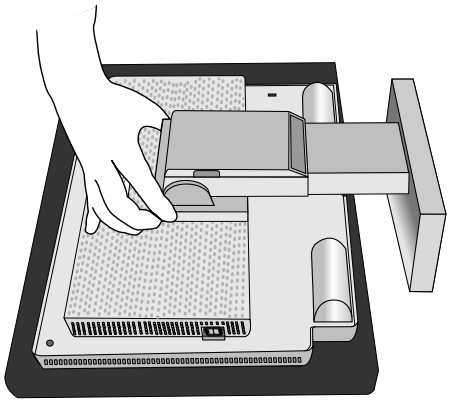
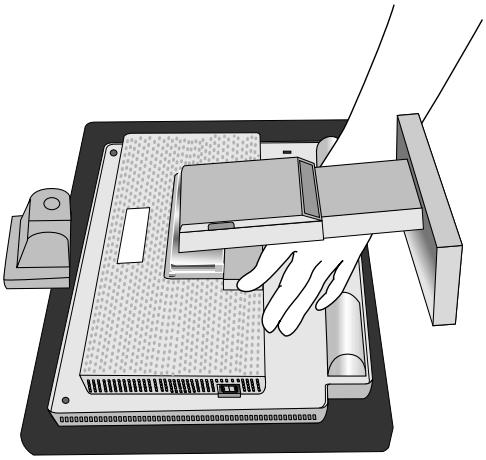

Abbildung R.1
Abbildung R.2
4. Nehmen Sie die Gelenkabdeckung ab (**Abbildung R.1** und **Abbildung R.2**).